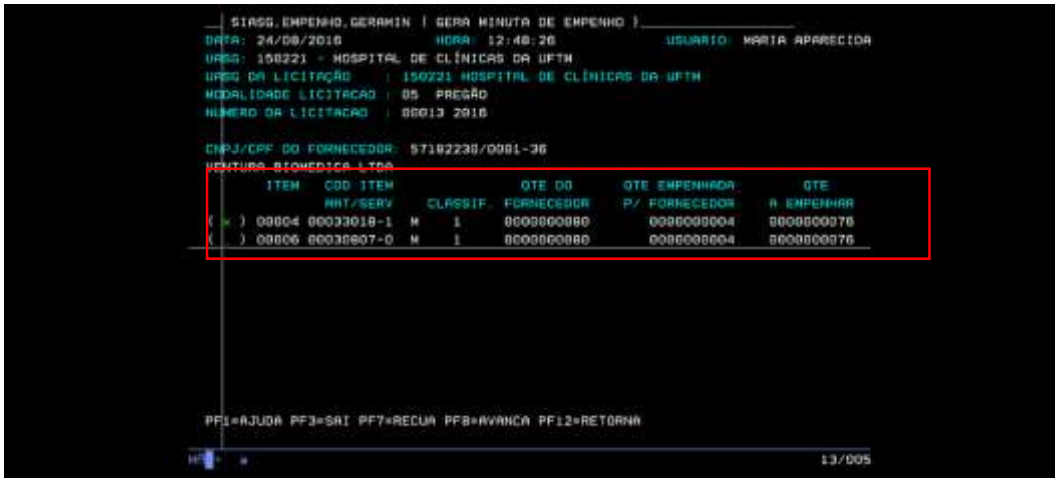

Figura 17: Selecionar itens do fornecedor
- Para selecionar o(s) item(ns) que deverá(ão) ser empenhado(s), em conformidade com as informações descritas na AF, o usuário deverá digitar "X" no item desejado e pressionar o botão "Enter" (Figura 17);